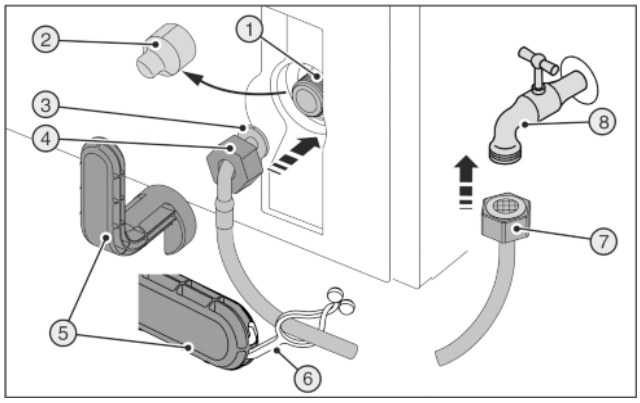
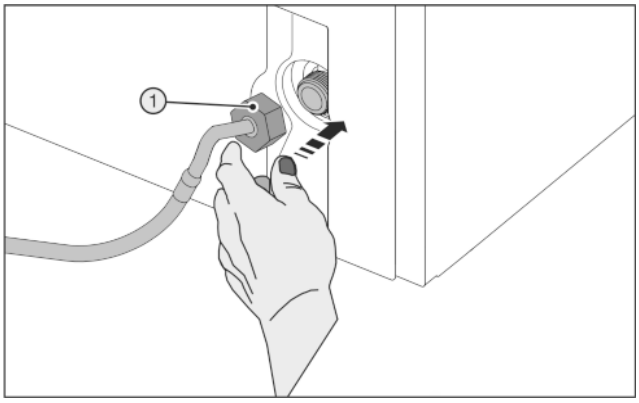

Fig. 48
Fig. 49
Zerbrochenes Hilfswerkzeug *Fig. 48 (5)* !
▶ Hilfswerkzeug *Fig. 48 (5)* ausschließlich bei Raumtemperatur verwenden.
▶ Abdeckung *Fig. 48 (2)* abziehen.
▶ Erleichterte Montage: Gerades Schlauchende *Fig. 48 (7)* nach links auf den Boden auslegen.
▶ Mutter *Fig. 48 (4)* über abgewinkeltes Schlauchende *Fig. 48 (3)* bis zum Ende schieben und festhalten.
▶ Mutter *Fig. 49 (1)* vorsichtig ansetzen und mit zwei Fingern gerade auf Gewinde schrauben, bis ein sicherer Sitz erreicht ist.
▶ Mutter *Fig. 49 (1)* mit Hilfswerkzeug *Fig. 48 (5)* im Uhrzeigersinn festziehen bis maximales Drehmoment erreicht ist und Hilfswerkzeug *Fig. 48 (5)* überdreht.
▶ Mutter *Fig. 48 (7)* auf Absperrhahn *Fig. 48 (8)* schrauben.
▶ Mutter *Fig. 48 (7)* mit Hilfswerkzeug *Fig. 48 (5)* im Uhrzeigersinn festziehen bis maximales Drehmoment erreicht ist und Hilfswerkzeug *Fig. 48 (5)* überdreht.
▶ Absperrhahn *Fig. 48 (8)* der Wasserzuführung öffnen und gesamtes Wassersystem auf Dichtigkeit prüfen.
▶ Lasche *Fig. 48 (6)* in Hilfswerkzeug *Fig. 48 (5)* einhaken und zur Aufbewahrung am Edelstahlschlauch befestigen.